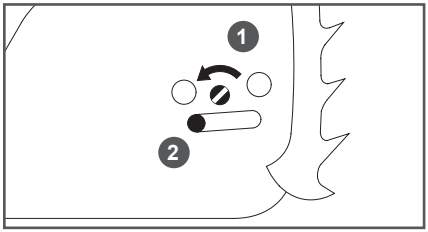

Рис. 4. Поворот винта шестерни натяжения цепи
5. Прокручивая винт шестерни натяжения цепи 1 против часовой стрелки, установите палец натяжения цепи 2 в крайнее левое положение (Рис. 4).